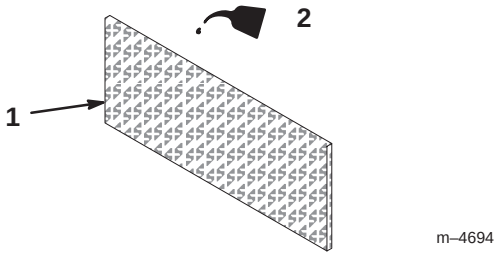

Figure 35
3. Put one or two ounces of oil on the element (Fig. 35), and squeeze the element to distribute the oil.